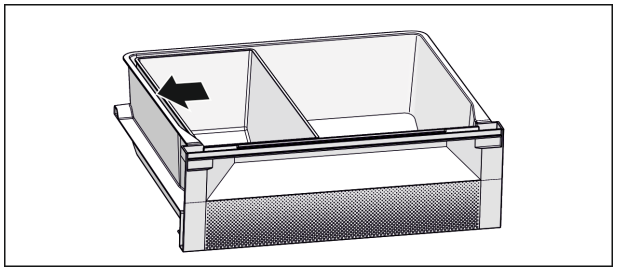

Fig. 6
▶ Fish & Seafood-Schale positionieren. Mit der abgebildeten Position *Fig. 6 ()* erhalten Sie eine optimale Kühlfunktion.